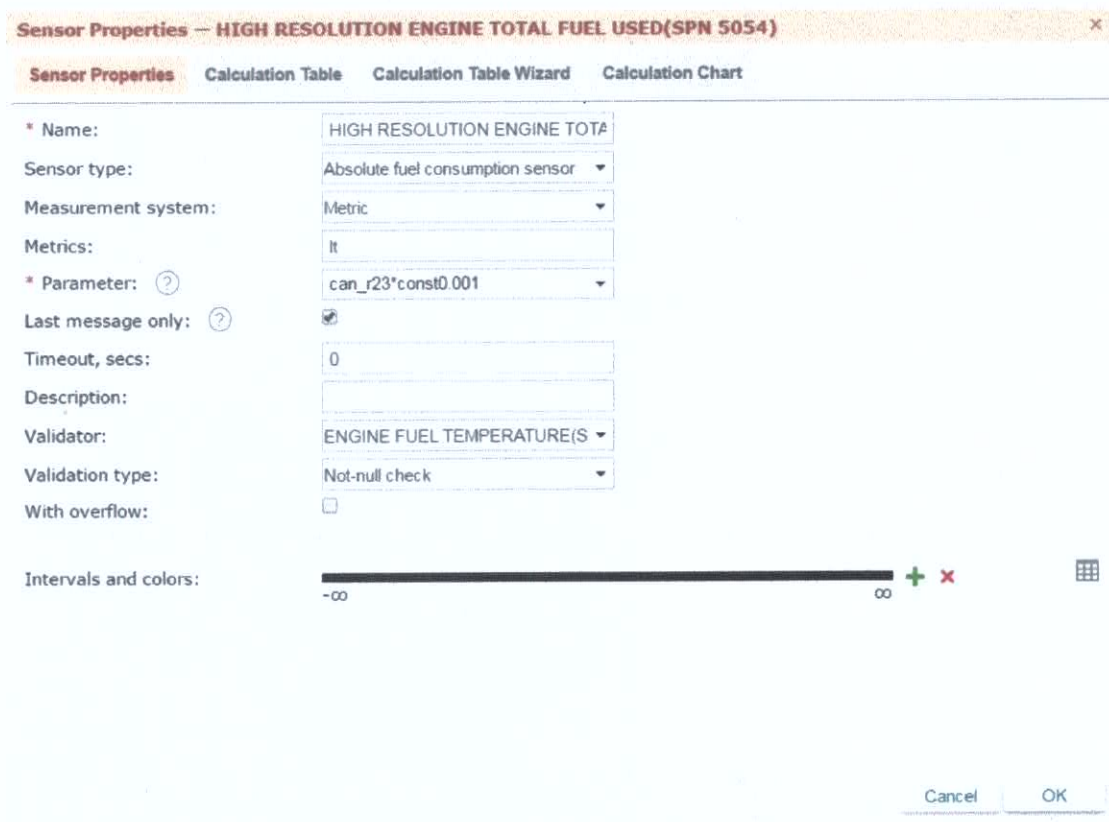

Рисунок 7
5.1.3. Например для параметра СУММАРНЫЙ РАСХОД ТОПЛИВА ВЫСОКОГО РАЗРЕШЕНИЯ нужно установить коэффициент 0,001(Рис. 7):